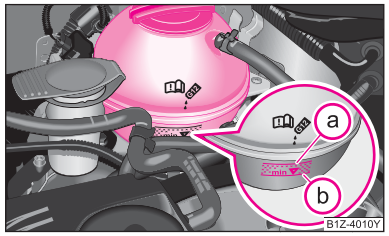

图 140 发动机舱：冷却液补偿罐
– 检查冷却液补偿罐中的冷却液液位 ⇒ 图 140。当发动机处于冷态时，冷却液液位应位于标记 ⓑ （下限）和 ⓐ （上限）之间。在发动机热态时，冷却液液位可能会略超过标记 ⓐ （上限）。
– 将一块抹布放到冷却液补偿罐的端盖上 ⇒ 图 140，然后将端盖小心地拧下 ⇒ ⚠。